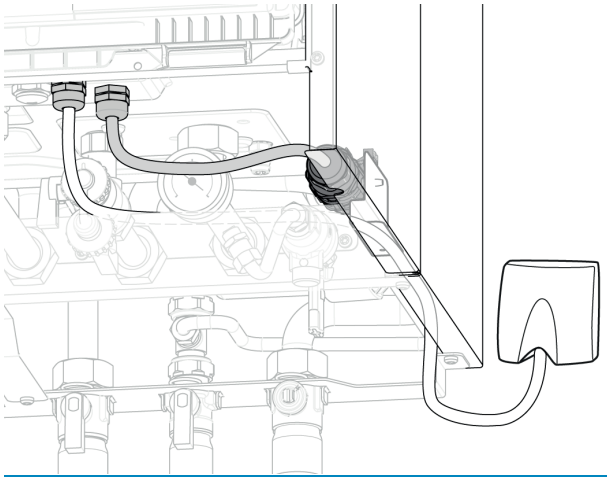

fig. 22 - Passage de câbles BT
- Fixer le connecteur sur le côté de la chaudière (2 vis) (*fig. 22*).